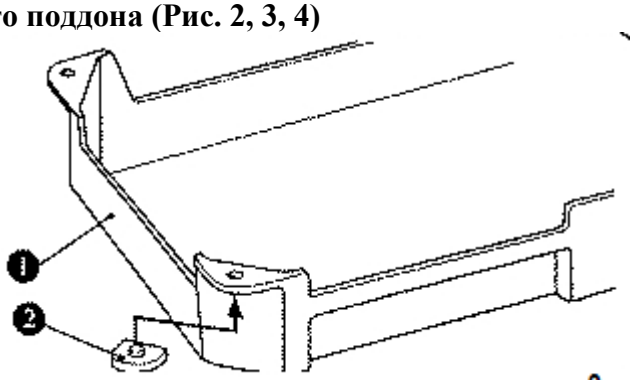

рис.2
2. Установка масляного поддона (Рис. 2, 3, 4)